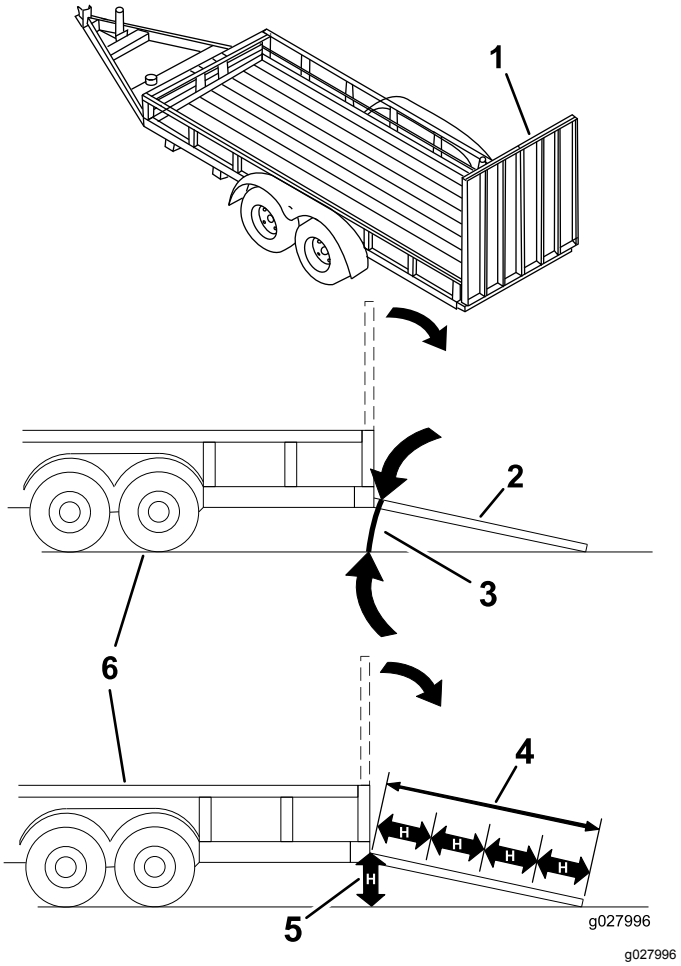

Figure 25
Le chargement de la machine sur une remorque ou un camion augmente le risque de basculement et donc de blessures graves ou mortelles (Figure 25).
3. Abaissez la rampe pour que l'angle avec le sol ne dépasse pas 15 degrés (Figure 25).
1. Abaissez la rampe pour que l'angle avec le sol ne dépasse pas 15 degrés (Figure 25).